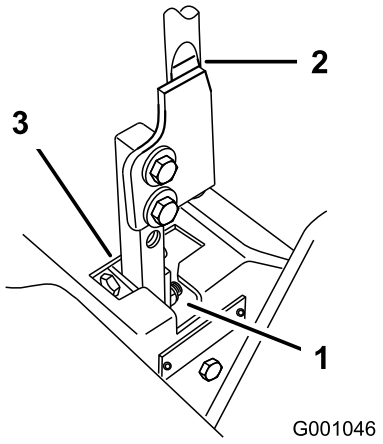

Figur 59
5. Flyt grebet til den neutrale position, men ikke låst (Figur 59).
6. Træk håndtaget tilbage, indtil gaffelbolten (på armen under drejeakslen) berører enden af åbningen (begynder netop at lægge tryk på fjederen) (Figur 59).
7. Kontroller, hvor håndtaget er i forhold til hakket i konsollen (Figur 59). Det skal være i midten, så håndtaget kan dreje udad til den neutrale låseposition.